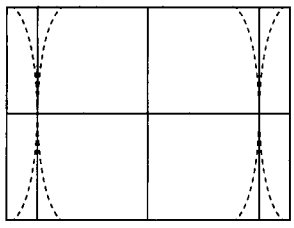

Fig. E6
- Use the arrow keys "◀" and "▶" to adjust the left and right hand vertical lines to minimum distortions (see Fig. E6).